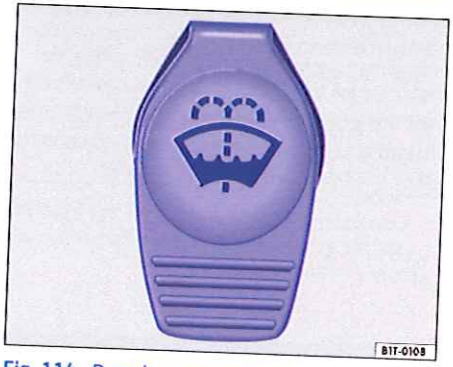

Fig. 114 Dans le compartiment-moteur : bouchon du réservoir de liquide de lave-glace.
– Le réservoir de lave-glace est repéré par le symbole 🚿 figurant sur le couvercle → fig. 114.